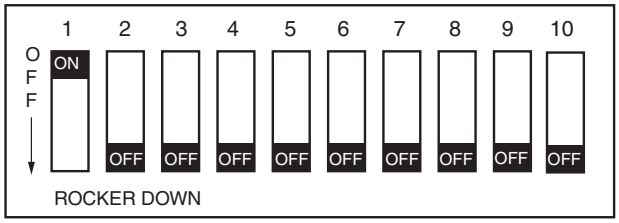

Fig. 40 — CoreSense Communication DIP Switch Settings for Kriwan Retrofit
2. Review the DIP switch settings on the CoreSense module. DIP switch no. 1 should be ON (up position) and all other DIP switches should be OFF (down position). See Fig. 40.